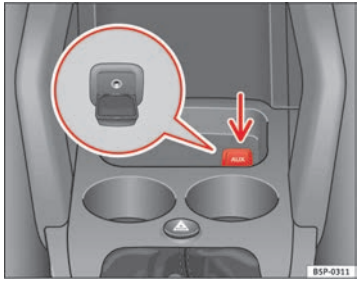

Fig. 119 Auxiliary audio connection
– Lift the AUX cover ⇒ fig. 119.